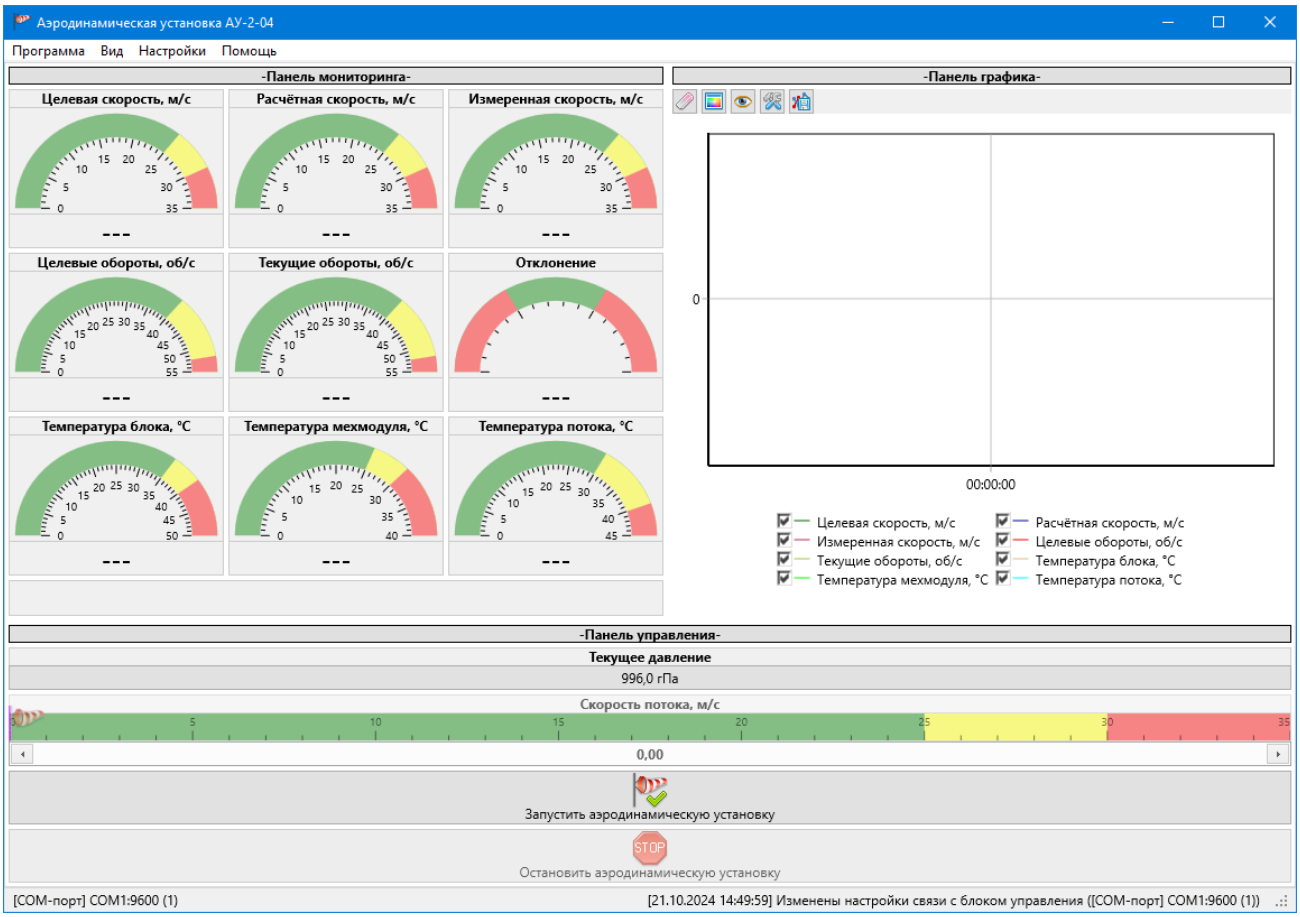

Рис. 6.1 – Главное окно программы управления
1. Запустить программу управления аэродинамической установкой ADP2Control и выбрать в главном меню «Программа» - «Пользовательский режим» (рис. 6.1);